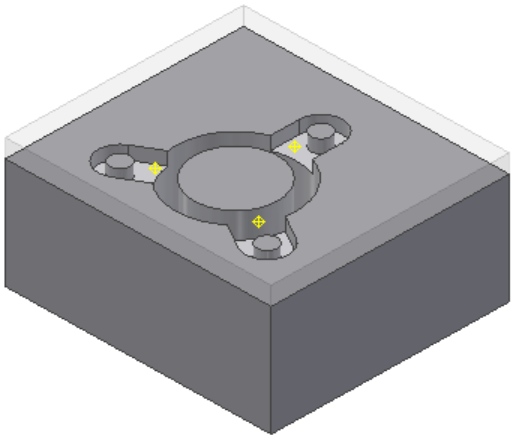

Figure 19-58 *The core and cavity generated*
2. Choose the **OK** button from the dialog box; the core is generated, as shown in Figure 19-58.